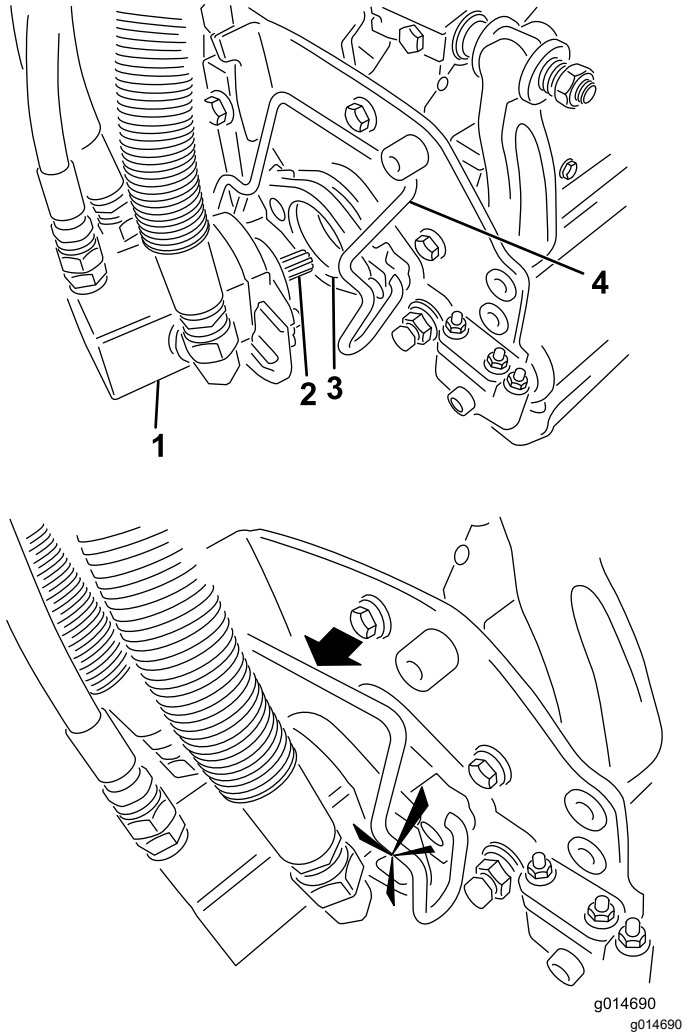

**Figuur 50**
5. Smeer schoon vet op de sleufas van de motor van de maai-eenheid (Figuur 50).
6. Steek de motor in de linkerkant van de maai-eenheid (gezien vanuit de bestuurdersstoel) en trek de motorbevestigingsstang op de maai-eenheid in de richting van de motor totdat u aan beide kanten een klik hoort (Figuur 50).